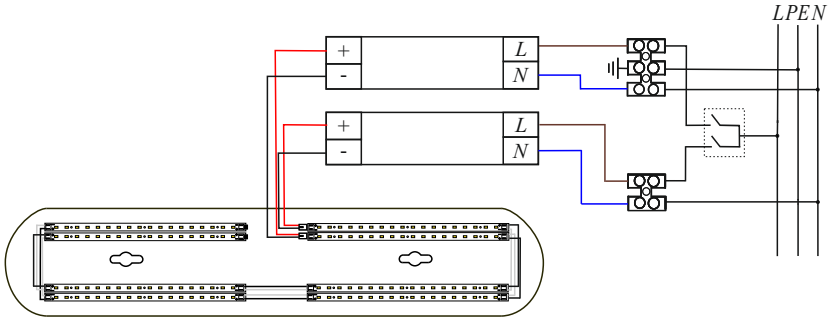

Рисунок 4 - Схема подключения светильников с 8-ю линейками, двумя драйверами через двухклавишный выключатель
- подключение светильника с возможностью переключения между режимами 36 Вт и 72 Вт осуществляется двумя драйверами при помощи соединительных клемм и двухклавишного выключателя (см. рисунок 4).